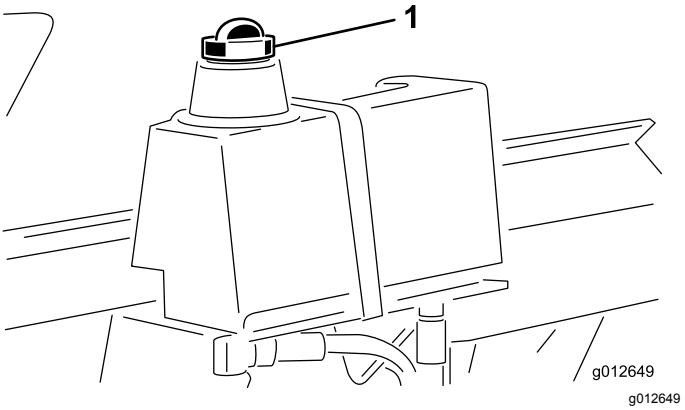

Rysunek 34
2. Wyczyść obszar wokół korka i szyjki wlewu zbiornika hydraulicznego i odkręć korek (Rysunek 34).